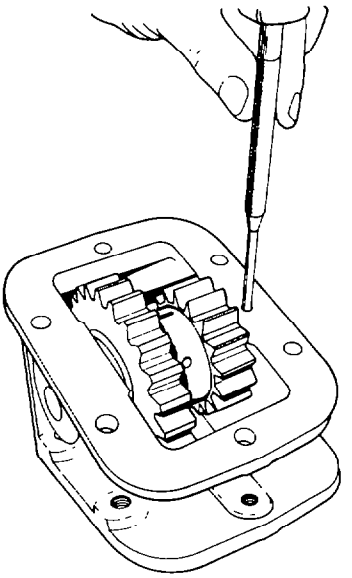

Fig. 390 — Driving Roll Pin into Shaft
a. Using a suitable drift and hammer, drive the roll pin completely into the shaft (see fig. 390).